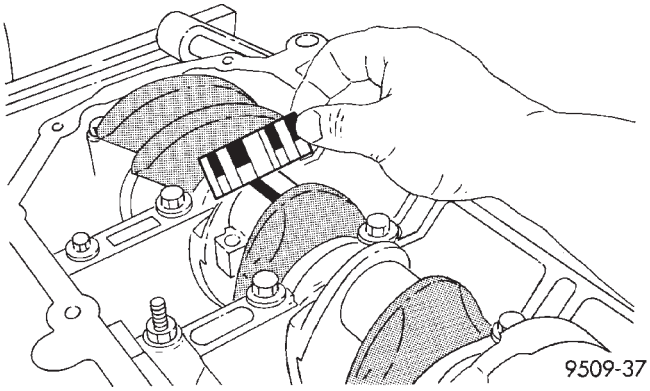

Abb. 7 Pleuellagerspiel
(1) Zur Messung des Haupt-/Pleuellagerspiels siehe den allgemeinen Teil zur Instandsetzung (Abb. 7). Näheres zu den Sollwerten der Pleuel siehe “Sollwerte/Motor” in diesem Abschnitt.